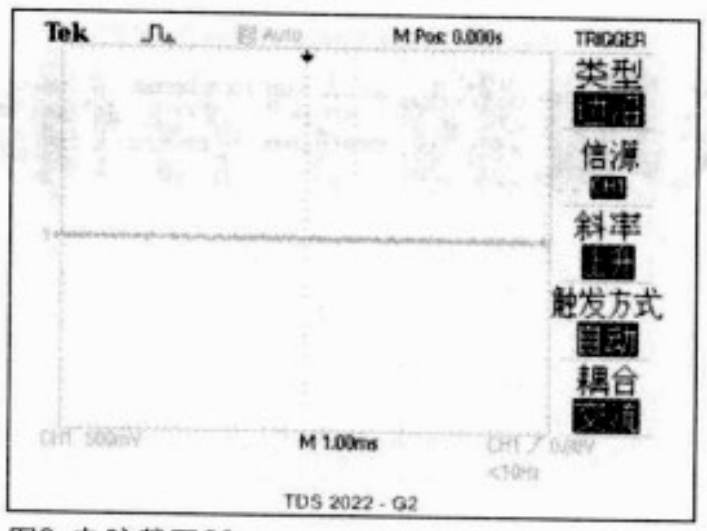

图3 电脑截图G2
3. 按一下面板上的“触发菜单”按钮，再按第5个软键（自上至下），可以将对应的左侧屏幕“耦合”一项的方式选择为“交流”，如图3所示（这一项的其他选项为直流、噪声抑制、高频抑制和低频抑制）。屏幕右侧文字说明栏中还可以看到：触发类型为边沿，信源接入为CH1，触发斜率为上升，触发方式为自动等。